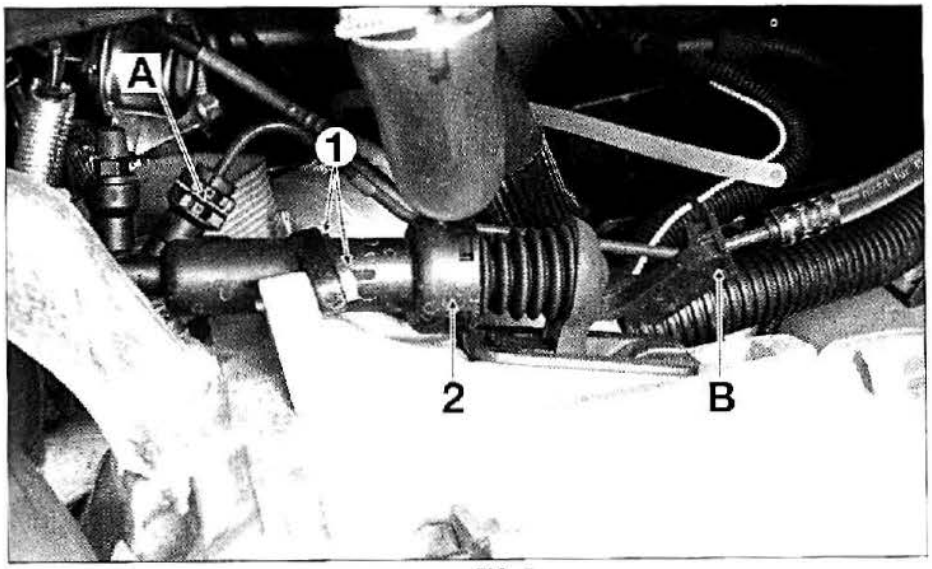

FIG. 6
- Desengrapar el tubo en "B" **(fig. 6)**.
- Desmontar los dos tornillos (1).